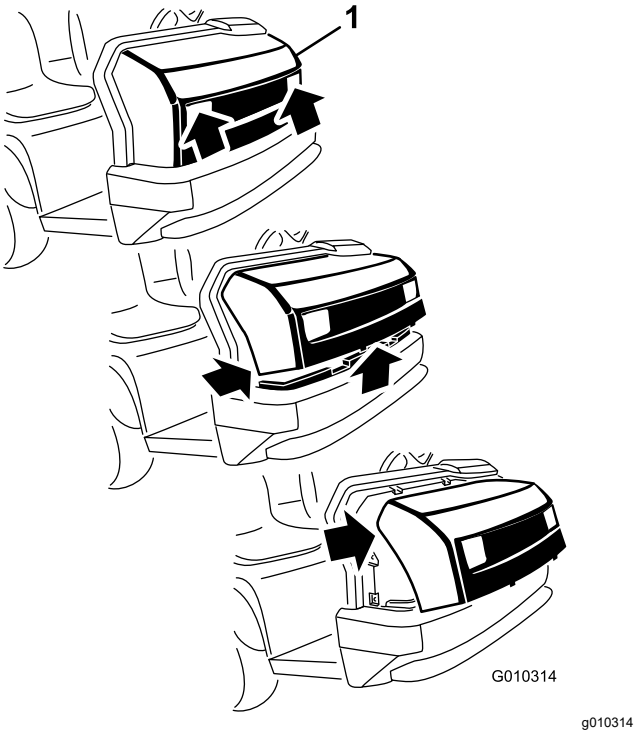

Figur 28
1. Mens du har fat i motorhjelmens forlygteåbninger, løfter du op i motorhjelmen for at frigøre de nederste monteringstapper fra stelrillerne (Figur 28).
2. Drej den nederste del af motorhjelmen opad, indtil du kan trække de øverste monteringstapper af stelrillerne (Figur 28).
3. Drej den øverste del af motorhjelmen fremad, og kobl ledningsstikkene fra forlygterne (Figur 28).
2. Indsæt de øverste monteringstapper i stelrillerne (Figur 28).
3. Indsæt de nederste monteringstapper i stelrillerne (Figur 28).